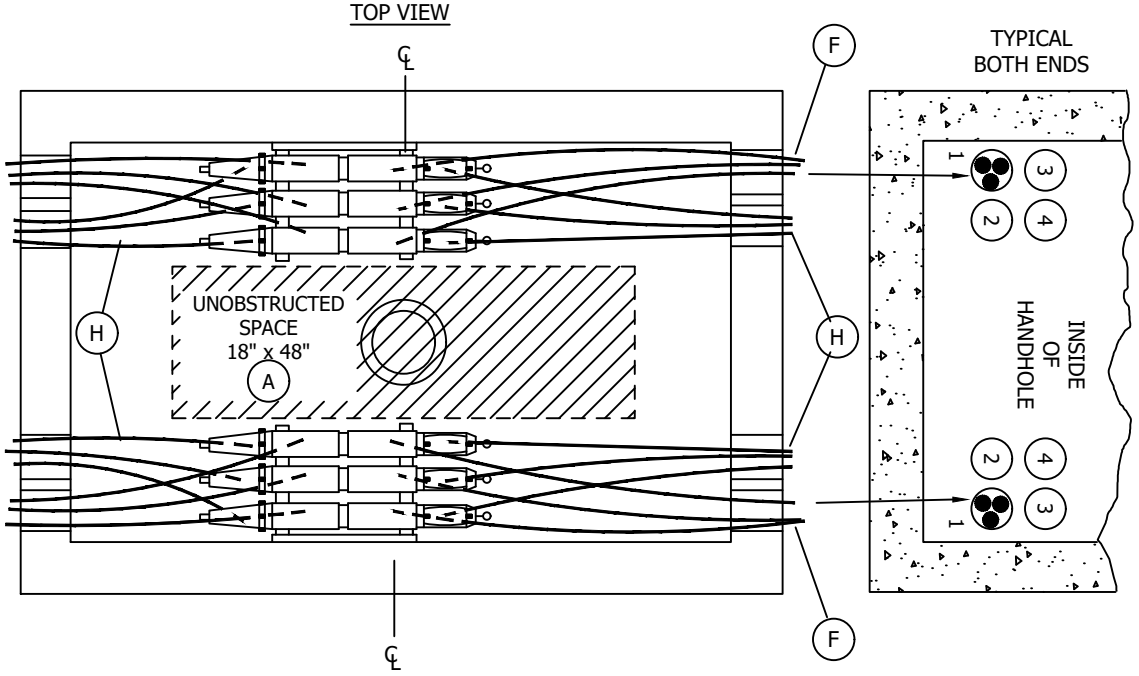

FIGURE 4
(F) 350, 750 OR 1000 KCMIL CABLES TO BE TERMINATED WITH 600 AMP TEE CONNECTORS SHALL BE ON THE WALL OPPOSITE ANY CABLE TAPS. THIS CABLE SHALL BE IN THE BOTTOM OUTSIDE CONDUIT ENTERING AND LEAVING AND SHALL BE RACKED OR TERMINATED ON THE SAME WALL OF THE CONDUIT BANK THAT THE CABLE ENTERS AND LEAVE (POSITION 1). USE POSITIONS 3 AND 4 FOR SMALLER CABLES (SEE FIGURES 4 AND 5, PAGE 3646.2).